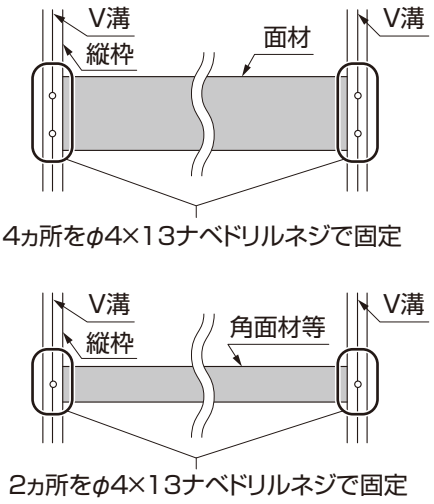

図3-6 面材の固定の仕方
- 門扉枠に面材を張り付ける際は面材1本に対し、4ヵ所でネジ固定してください。しかし角面材等、幅が狭くネジ固定場所が取れない面材に限り2ヵ所で固定してください。（図3-6参照）